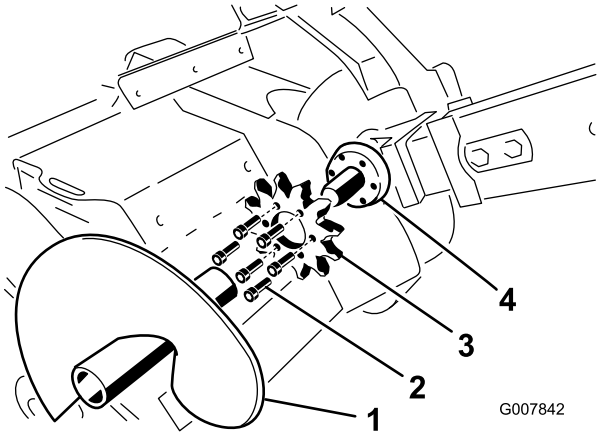

**Figur 61**
3. Ta bort matarskruven (Figur 61).
8. Lossa de sex skruvarna som fäster drevet (Figur 61).
9. Ta bort och kasta drevet (Figur 61).
10. Rengör drevets fästyta på dikesgrävaren (Figur 61).
11. Skjut på det nya drevet på axeln (Figur 61).
12. Gänga fast och dra åt de sex skruvarna i drevet med fingrarna (Figur 61).